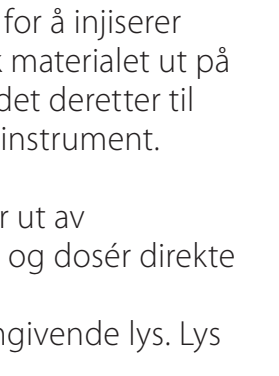

Fig. 2
2. For å ferne luft fra sprøyten, trykk sprøytensstempel forsiktig inn, inntil materialet kommer ut av spissen (Fig. 2).